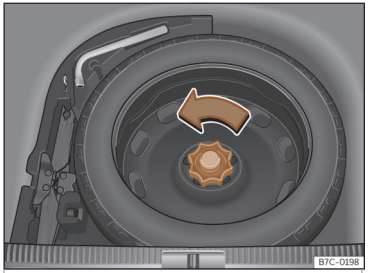

Fig. 208 En el maletero: piso de carga alzado.
• Gire la ruedecilla en sentido contrario a las agujas del reloj››› **fig. 208** .